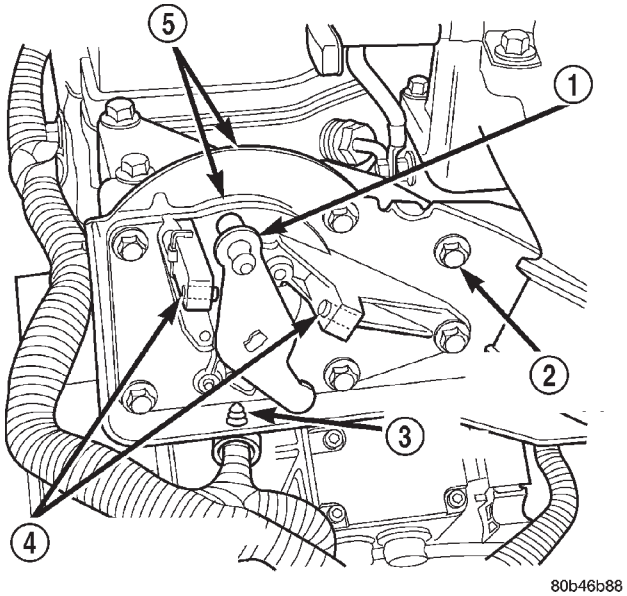
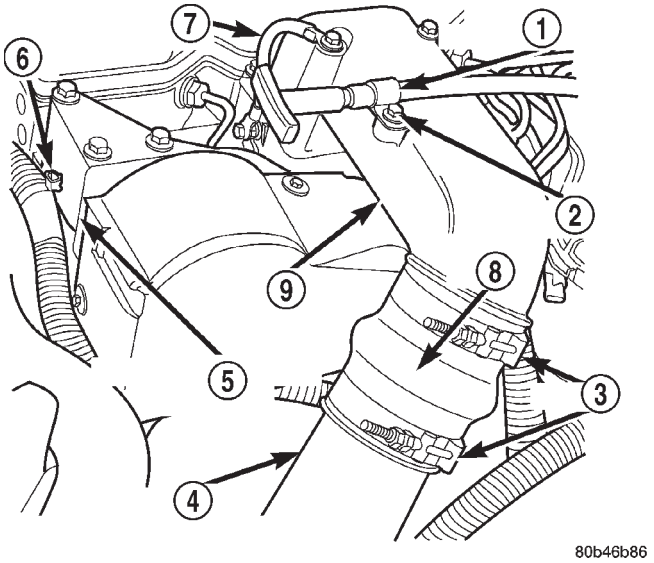

Fig. 48 Wiring Clip at APPS
Fig. 49 Air Tube (Typical)
(4) Disconnect wiring harness (clip) at bottom of Accelerator Pedal Position Sensor (APPS) mounting bracket (Fig. 48).
(5) Using 2 small screwdrivers, pry front wiring clip (Fig. 49) from cable bracket housing. Position wiring harness towards front of engine.
(10) Disconnect clamps and remove air tube (intake manifold-to-intercooler) (Fig. 49).
(10) Install engine lifting bracket at rear of intake manifold. Tighten 2 bolts to 77 N·m (57 ft. lbs.) torque.
(11) Install cable bracket housing/cable assembly and tighten 3 mounting bolts to 24 N·m (18 ft. lbs.) torque.
(12) Clean any old gasket material below and above intake manifold air heater element block. Also clean mating areas at intake manifold and air intake housing.
(13) Using new gaskets, position intake manifold air heater element block to engine.
(14) Install air intake housing and position ground cable. Install 4 mounting bolts and tighten to 24 N·m (18 ft. lbs.) torque.
(15) Install air tube (intake manifold-to-charge air cooler) (Fig. 49). Tighten clamps to 8 N·m (72 in. lbs.) torque.
(16) Install engine oil dipstick tube support mounting bolt and tighten to 24 N·m (18 ft. lbs.) torque.
(17) Install engine oil dipstick to engine.
(18) Connect 2 electrical cables to cable mounting studs.
(19) Connect electrical connector to bottom of APPS by pushing connector upward until it snaps into position.
(20) Connect wiring harness (clip) at bottom of Accelerator Pedal Position Sensor (APPS) mounting bracket (Fig. 48).
(21) Connect front wiring clip (Fig. 49) to cable bracket housing.